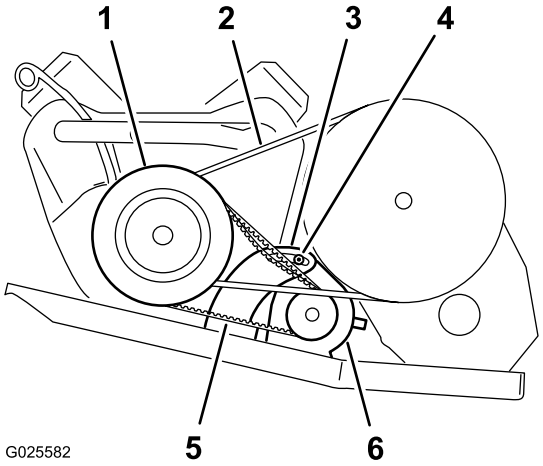

Figur 53
2. Løsn startgeneratorens drejemøtrik (Figur 53).
4. Tryk løftestangen nedad for at dreje starteren ned i åbningen, indtil remmen kun giver en afbøjning på 6 mm med en kraft på 44 N (Figur 53).
5. Tilspænd drejemøtrikken med håndkraft, og afmonter løftestangen (Figur 53).